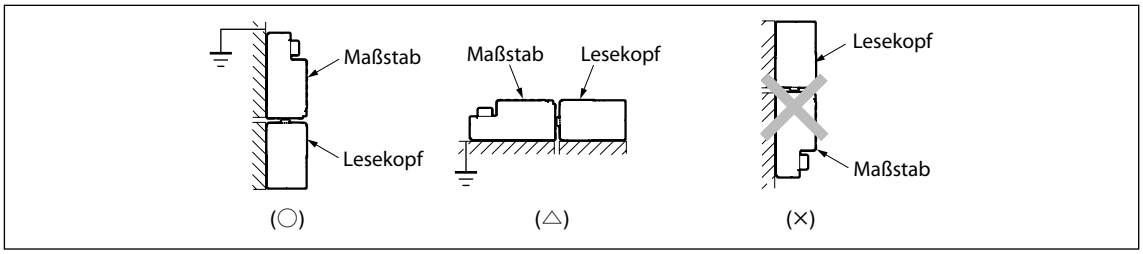

Abb. 3-1
- Der Lesekopf wird beschädigt, falls er nach der Installation außerhalb der effektiven Länge (L) bewegt wird. Der Lesekopf darf immer nur innerhalb der effektiven Länge bewegt werden.
- Installieren Sie die Maßstabseinheit so, dass sich der Maßstab auf der Oberseite des Lesekopfes befindet. Ist die Oberseite nicht verfügbar, richten Sie ihn horizontal aus. (Abb. 3-1)